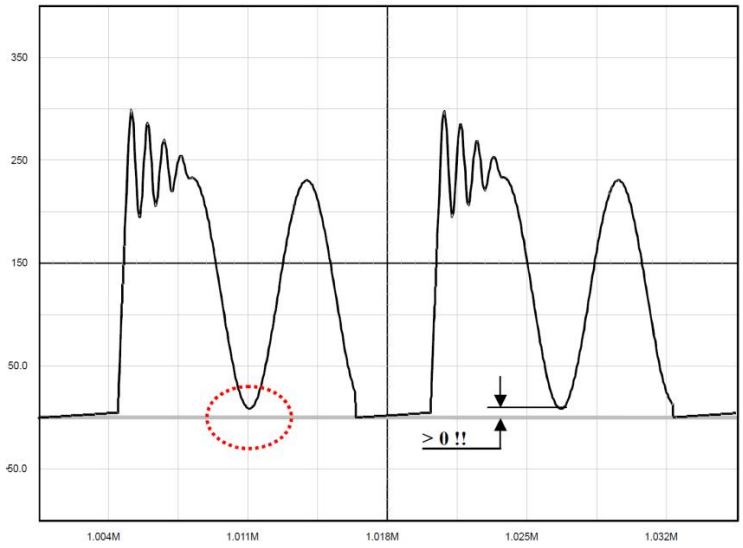

Figure 51. The Drain−Source Wave Shall Always be Positive
1. The lateral MOSFET body−diode shall never be forward biased, either during start−up (because of a large leakage inductance) or in normal operation, depicted by Figure 51. This condition sets the maximum voltage that can be reflected during t_F As a result, the flyback voltage which is reflected on the drain at the switch opening cannot be larger than the input voltage. When selecting components, you thus must adopt a turn ratio which adheres to the following equation:
and defines the amount of ripple we want in CCM, depicted by Figure 51.
Figure 53a: the simple capacitor limits the voltage according to the lateral MOSFET body–diode shall never be forward biased, either during start–up (because of a large leakage inductance) or in normal operation as shown by Figure 51. This condition sets the maximum voltage that can be reflected during t_F. As a result, the flyback voltage which is reflected on the drain at the switch opening cannot be larger than the input voltage. When selecting components, you must adopt a turn ratio which adheres to the following Equation 6. This option is only valid for low power applications, e.g. below 5 W, otherwise chances exist to destroy the MOSFET. After evaluating the leakage inductance, you can compute C with (Equation 7). Typical values are between 100 pF and up to 470 pF. Large capacitors increase capacitive losses...